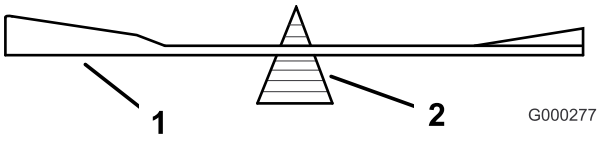

Figur 93
2. Kontrollera knivens balans med en knivbalanserare (Figur 93).